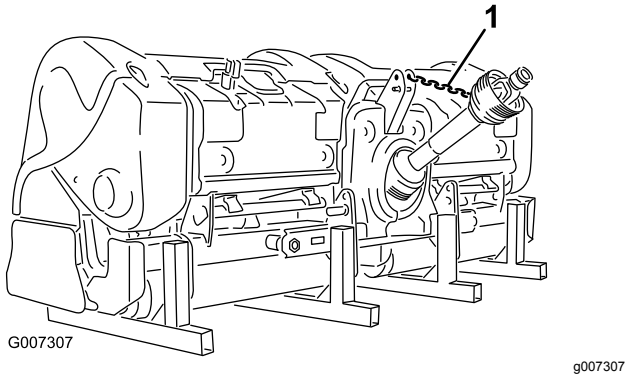

**Figur 45**
12. Koppla kraftuttagsförtöjningen till kraftuttagsskyddet för att förhindra att kraftuttagsaxeln får markkontakt (Figur 45).